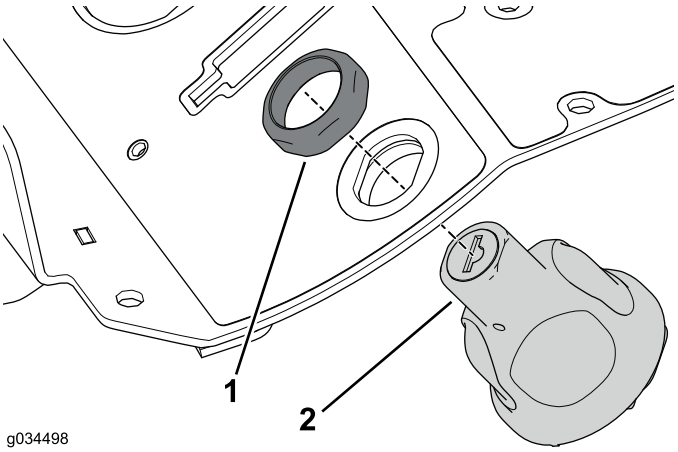

Figur 13
4. Fjern låsemøtrikken på tændingskontakten for at fjerne den fra konsollen (Figur 13).